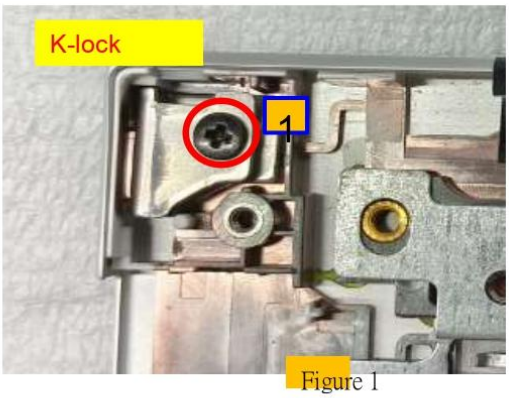

Figure 1
1. Take the K-Lock iron/**battery buckle** screws *3 (Figs. 1 & 2).